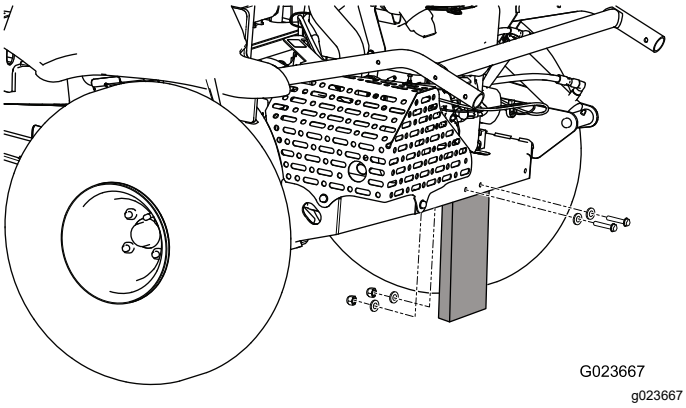

Figuur 3
2. Verwijder de moeren, bouten en ringen waarmee de verzendingsplaat aan de achterkant van de machine is (Figuur 3) bevestigd.